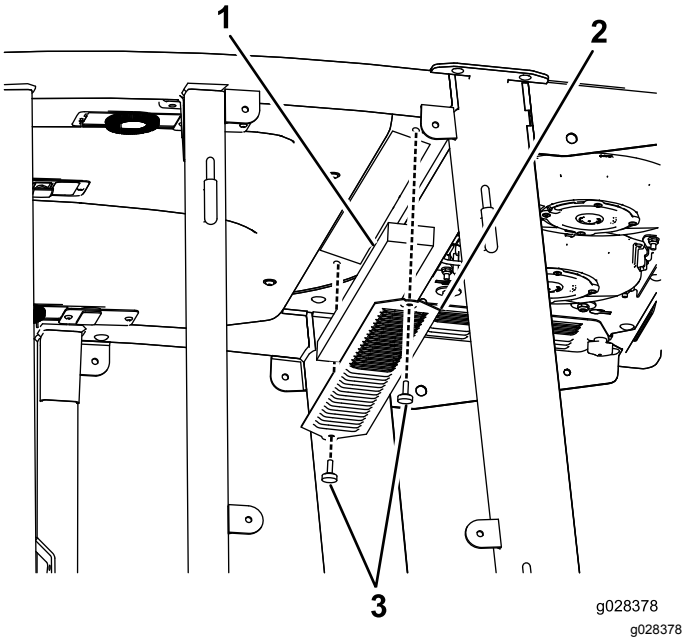

Figuur 112
1. Verwijder de schroeven en de roosters van boven de luchtfilters in en achter de cabine (Figuur 112).